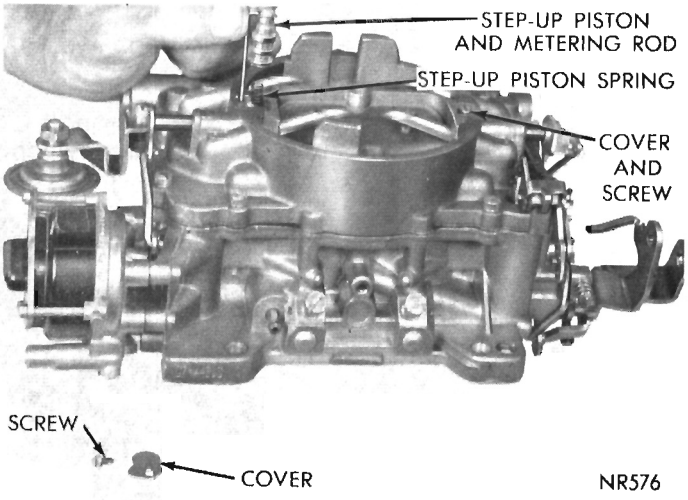

Fig. 2—Removing or Installing Step-Up Piston and Rods
(1) Place carburetor assembly on repair stand Tool C-3400 or T-109-287S elevating legs. These tools are used to protect throttle valves from damage and to provide a suitable base for working.
(2) Remove hairpin clip that attaches fast idle connector rod to choke lever. Disengage rod from lever, then swing rod at an arc until it can be disengaged from fast idle cam.
(3) Remove retainer that holds throttle connector rod in center hole of accelerator pump arm. Remove hairpin clip that attaches lower end of rod in primary throttle shaft lever. Disengage rod from arm and lever, then remove from carburetor.
(4) Remove screws attaching step-up piston and rod cover plates. Hold cover down with a finger to prevent piston and rods from flying out. Lift off plates and slide step-up pistons and rods out of air horn, (Fig. 2). Remove step-up piston springs. Step-up rods are not interchangeable.
(5) Remove ten screws that attach air horn to main body. (1 screw in hole in air horn.) Lift air horn straight up and away from main body. When removing air horn, use care so as not to bend or damage floats. Remove accelerator pump, plunger, lower